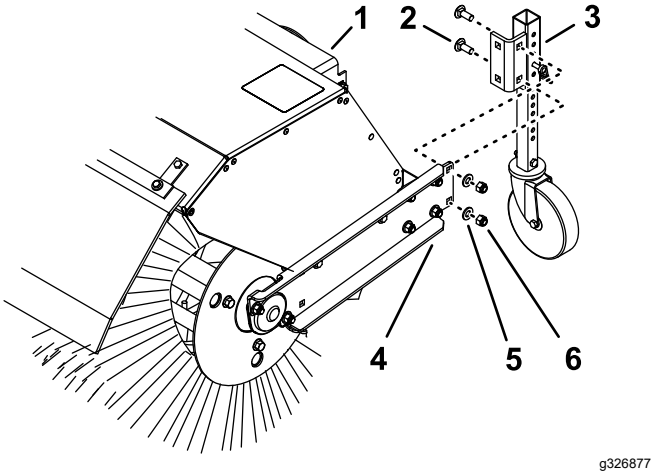

Figur 21
Når du arbeider i snø, flytter du styrehjulene fra fronten av børstearmen til baksiden av børstehetten (Figur 21).
2. Fjern de to låsemutterne, to skivene og to låseboltene (Figur 21) som fester styrehjulbraketten til børstearmen.
3. På baksiden av børstehetten justerer du hullene i styrehjulbraketten slik at de er på linje med hullene på innsiden av børstearmen (Figur 21).
4. Fest styrehjulbraketten til børstearmen med de to låsemutterne, to skivene og to låseboltene (Figur 21).